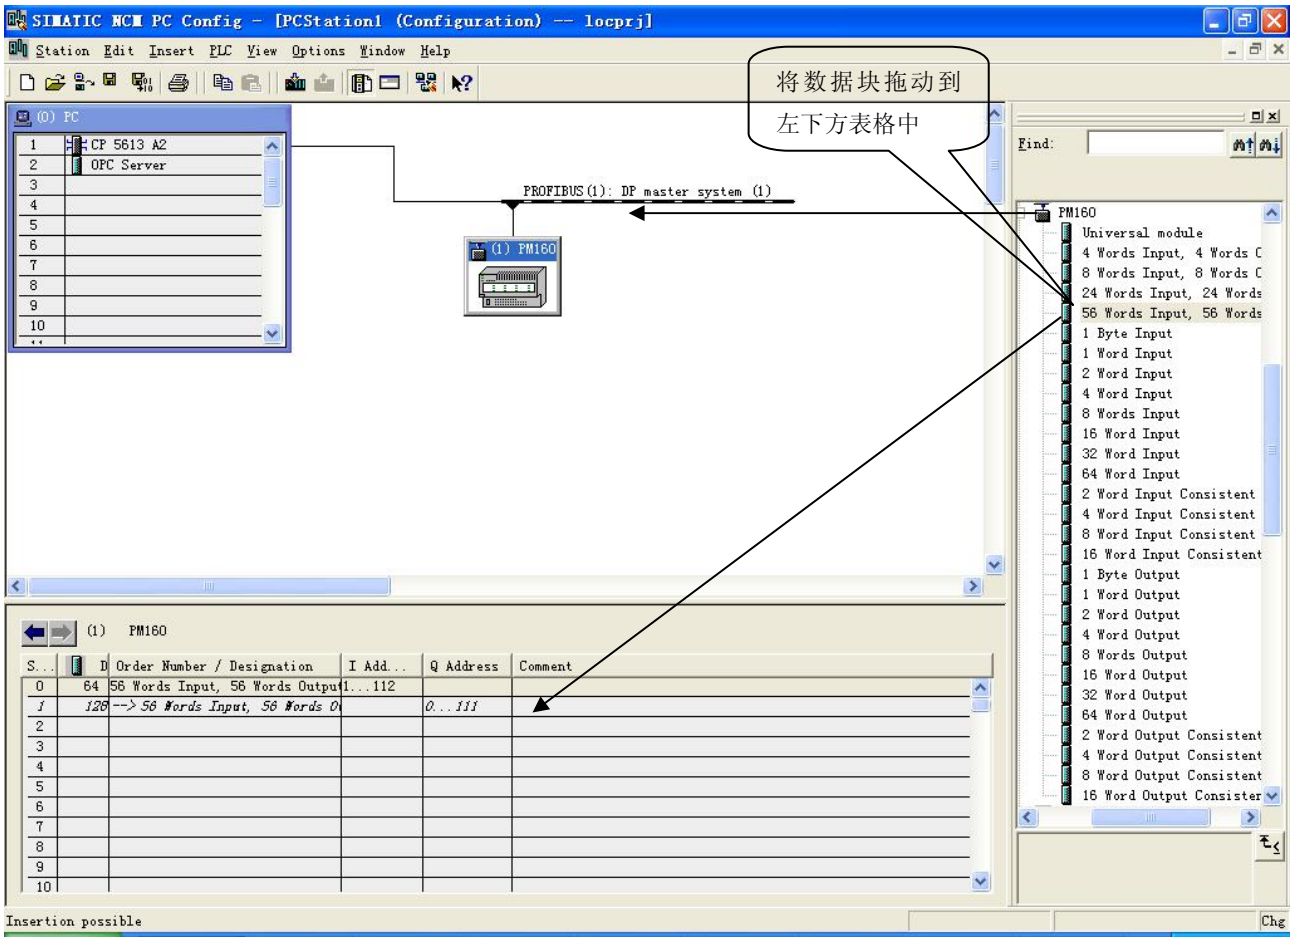

图 10
11. 将从站 PM-160 配入到 PROFIBUS 网络配置当中，并将输入输出数据块，映射到 S7-300 或者其它控制器的内存当中。如图 10：